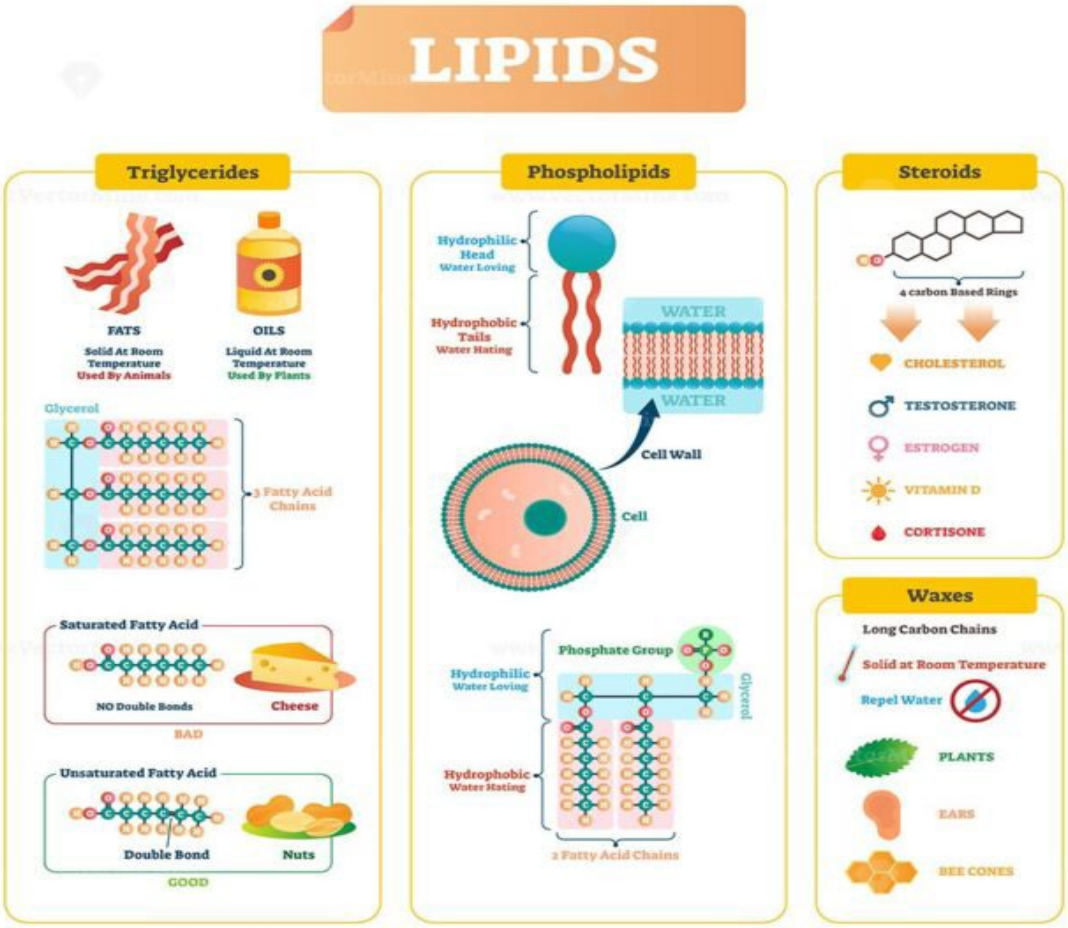

Figure 4.3: Structure of lipids
Triglycerides are the most common type of simple lipids found in our bodies and in food. Over 95% of dietary lipids are triglycerides. You can see concentrated fats in butter, vegetable oil, and meat, but they are also hidden in foods like pastries, milk, cheese, and fried foods. Natural sources include avocados, palm fruits, and nuts. A triglyceride is made of glycerol and three fatty acids. Glycerol serves as the backbone, with three fatty acids attached as shown in ***Figures 4.3*** and ***4.4***.
a. sex hormones such as oestrogen, testosterone and progesterone are key for reproduction and sexual characteristics. See ***Figure 4.3***.